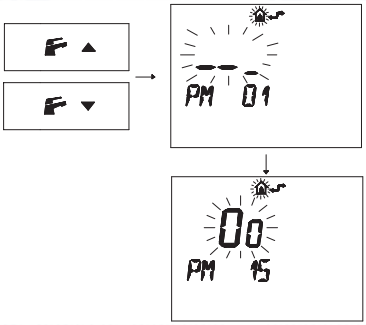

Fig. 7.16
- Press buttons ▼ or ▲ to display the **"PM15"** program that enables the external probe (Fig. 7.16)